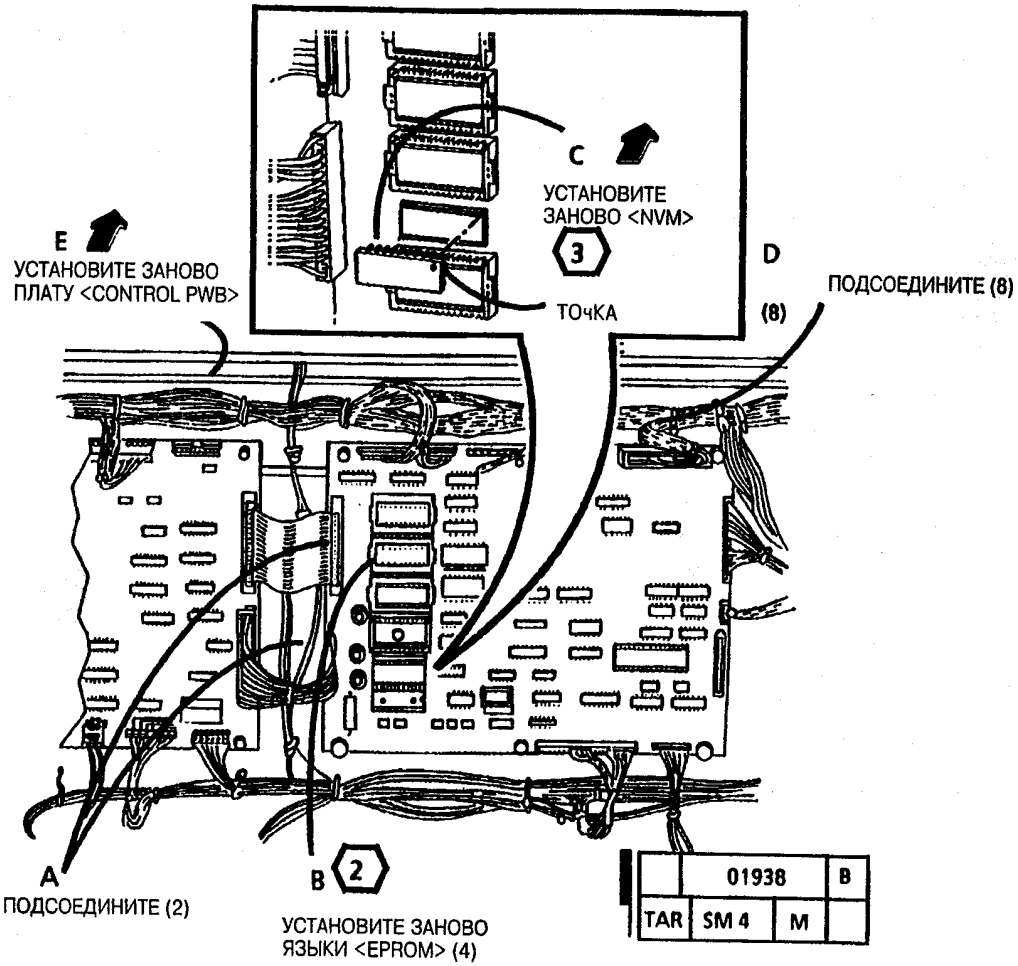

Рис. 2. Установите заново плату <Control PWB>
2. (Рис. 2): Установите новую плату <Control PWB>.